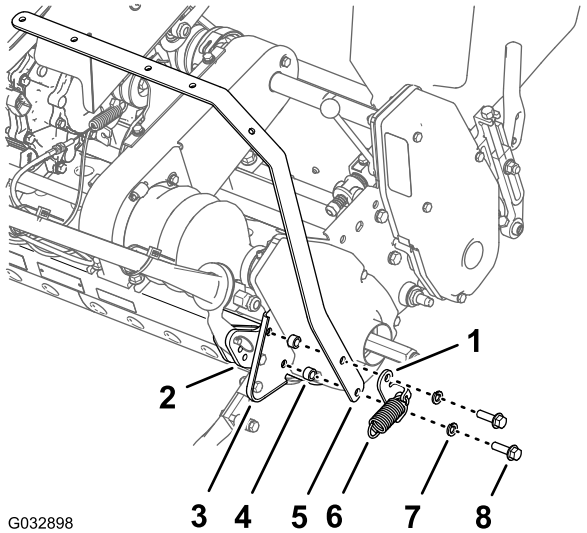

Figur 5
7. Montera fjäderns förankringsfäste, ljusstångens högra dragband, två distansbrickor och höger plåt vid det yttre mellanlägget på den bakre ramen (Figur 5) med hjälp av de två flänsskruvar (3/8 x 1 1/4 tum) och två låsbrickor (3/8 tum) som du tog bort i steg 6.